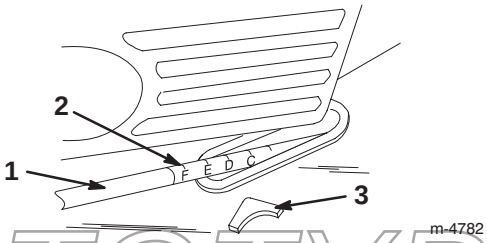

Bild 13
3. Heben Sie den Griff an oder drücken ihn nach unten. Verwenden Sie dabei den Zeiger und die Schnitthöheneinstellung am Verbindungsgestänge, um den Rasenmäher auf die korrekte Schnitthöhe einzustellen. (Bild 13).